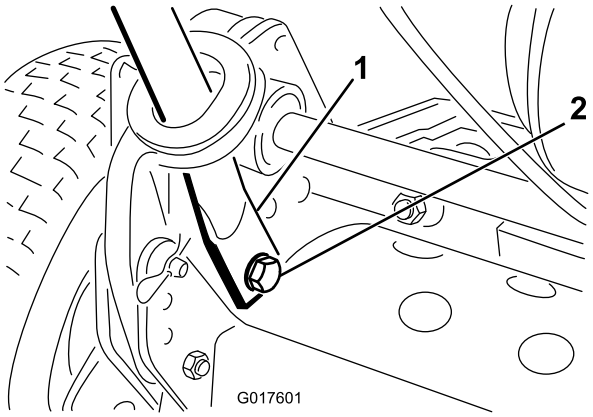

**Figura 4**
4. Faça força para dentro nas extremidades do manípulo e instale-as nos pinos de montagem (Figura 4).
5. Prenda as extremidades do manípulo nos pinos de montagem com os parafusos, anilhas e anilhas de bloqueio fornecidos (Figura 4).
6. Prenda a parte inferior dos braços do manípulo a cada lado do cortador com os parafusos e porcas de bloqueio previamente retirados (Figura 4). Assegure que instala os casquilhos nos furos de montagem do braço do manípulo.
7. Prenda os braços do manípulo à parte posterior do chassis com os pinos de segurança e ganchos de anel previamente retirados (Figura 4).